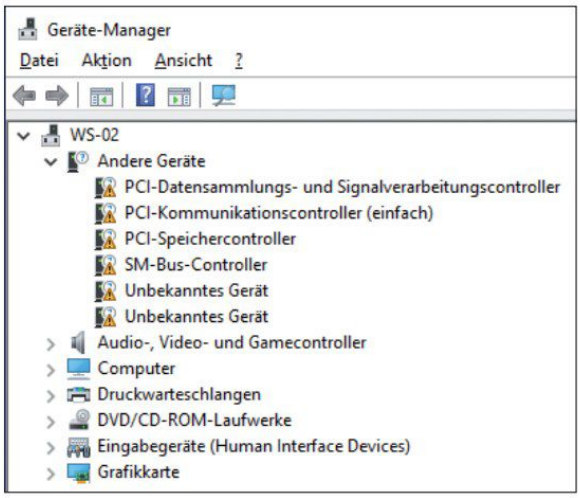

Bild 2: Geräte-Manager in Windows 10
1. Welche Bedeutung haben die Symbole mit dem Ausrufezeichen **(Bild 2)**?
2. Wie kann man Abhilfe schaffen, damit das Ausrufezeichen **(Bild 2)** nicht mehr angezeigt wird?
3. Beschreiben Sie die einzelnen Schritte bei der Installation eines Treibers aus dem Geräte-Manager **(Bild 2)**.